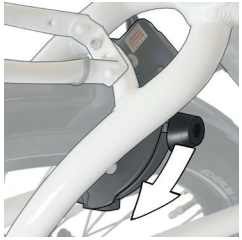

Afbeelding 29: Druk de hendel naar beneden
3. Druk tegelijkertijd de hendel aan de andere kant van het slot naar beneden tot de pen in de eindstand klikt. De sleutel komt vrij (zie afbeelding 29).